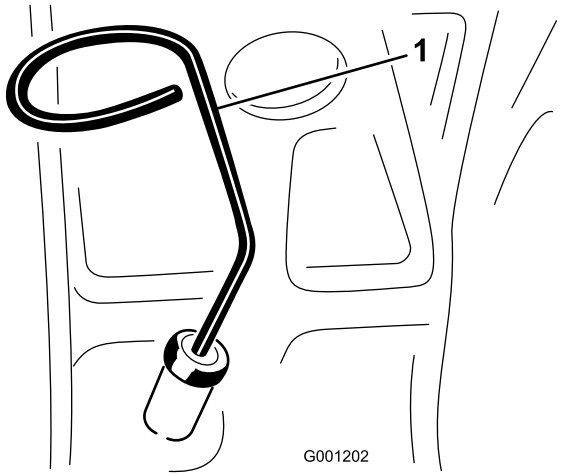

**Figuur 22**
2. Verwijder de peilstok uit de vulbuis (Figuur 22) en veeg deze schoon. Steek de peilstok daarna weer in de buis. Haal de peilstok eruit en controleer het oliepeil. Het oliepeil moet tot aan de VOL-markering op de peilstok staan.